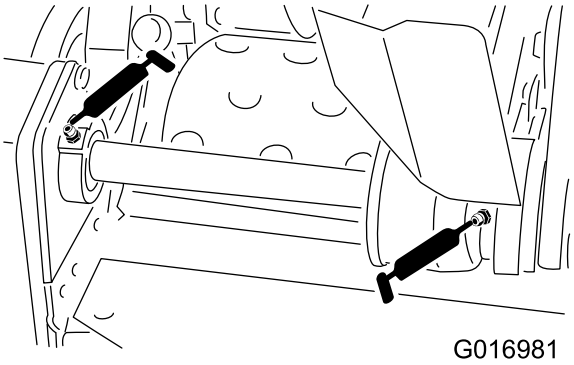

Rysunek 19
- 2 na łożyskach wału pośredniego wirnika (Rysunek 19)